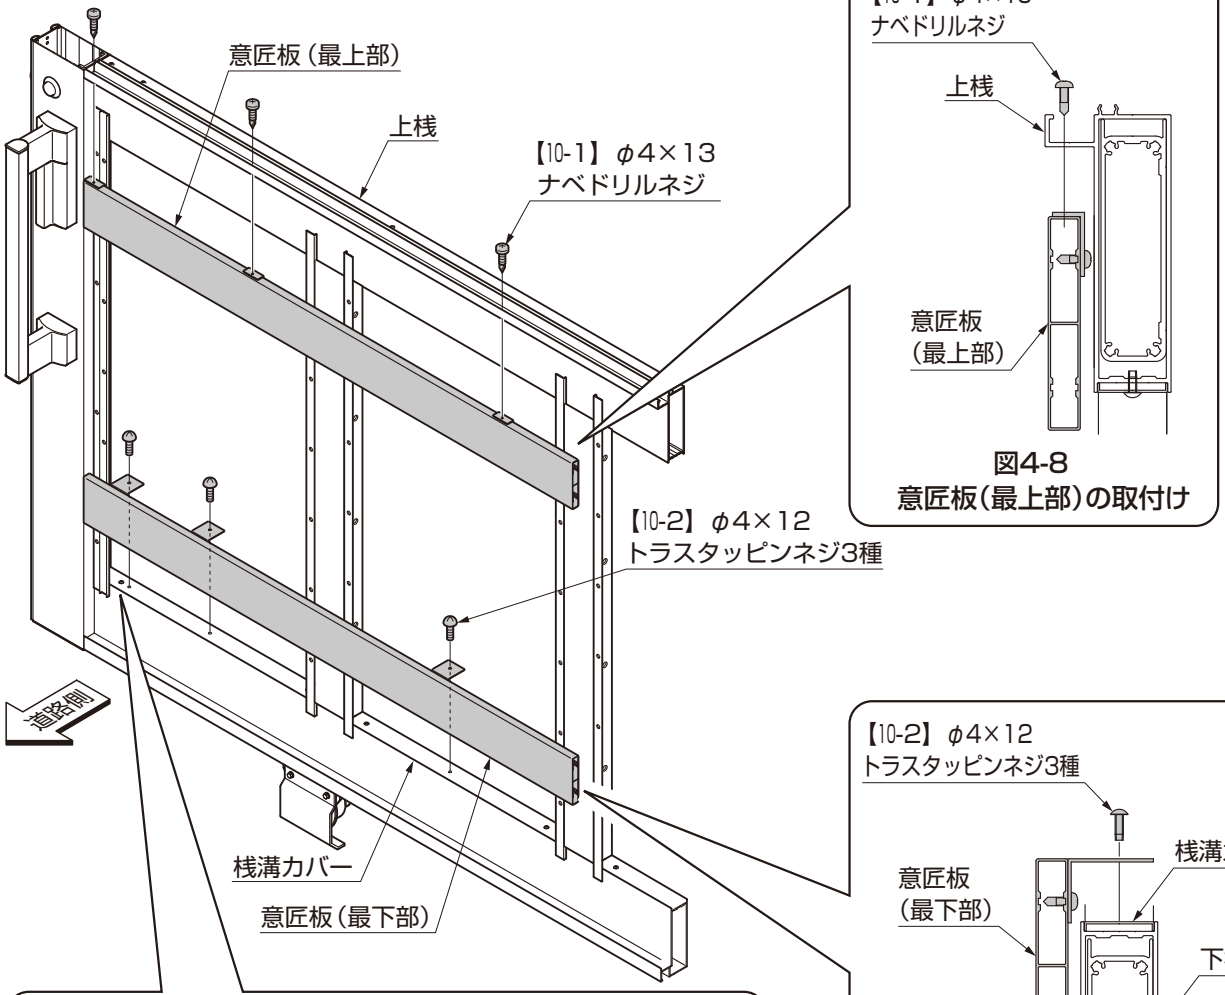

図4-8
②最上部の意匠板を上桟に【10-1】で取付けてください。（図4-8参照）